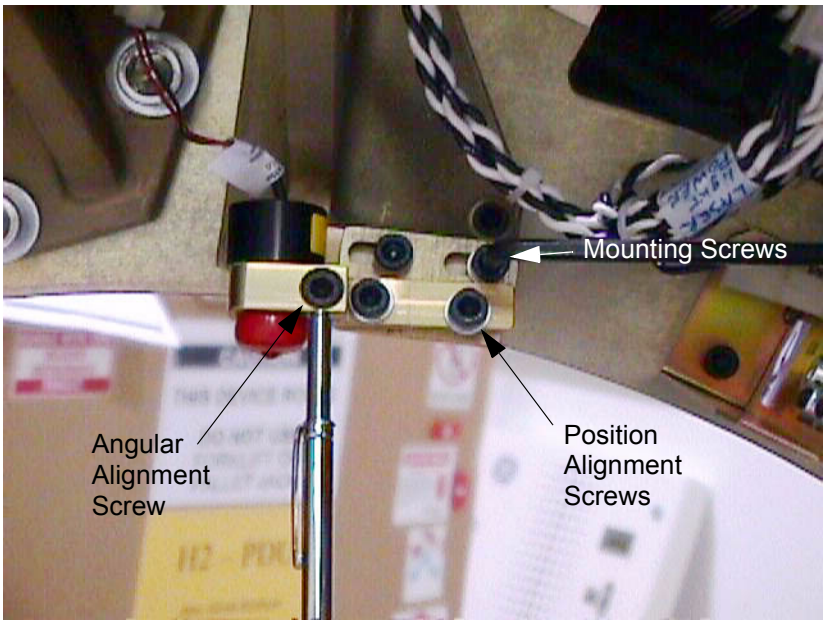

Figure 8-28 Laser Adjustment Screws
19.) Adjust the Reference Internal Laser chosen in step 7 to shine on the washer's edge center. Reference Figure 8-28.